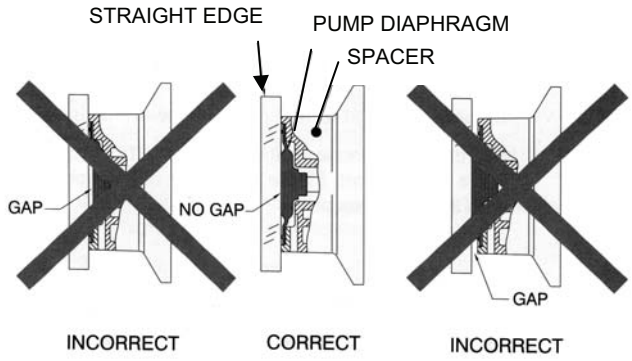

Figure 12. Diaphragm Positioning.
i. Grasp the outer edge of the diaphragm and screw it in or out as needed so that the center of the diaphragm is flush with the outside edge of the spacer (see Figure 12).